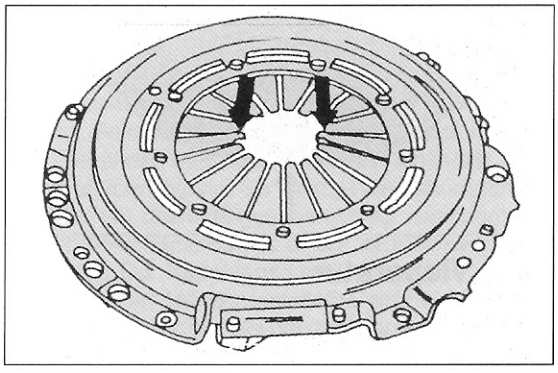

Bild 190
- Die inneren Enden der Tellerfeder an den in Bild 190 gezeigten Stellen auf Abnutzung hin kontrollieren. Falls tiefe Einlaufstellen festgestellt werden (mehr als 0,3 mm), muss man die komplette Kupplung erneuern. Die Finger der Tellerfeder müssen alle auf der gleichen Höhe liegen. Falls dies nicht der Fall ist, kann man sie mit einer Zange nachbiegen. Ebenfalls kann man einen Stahlstreifen mit einem Schlitz versehen und die Enden biegen.